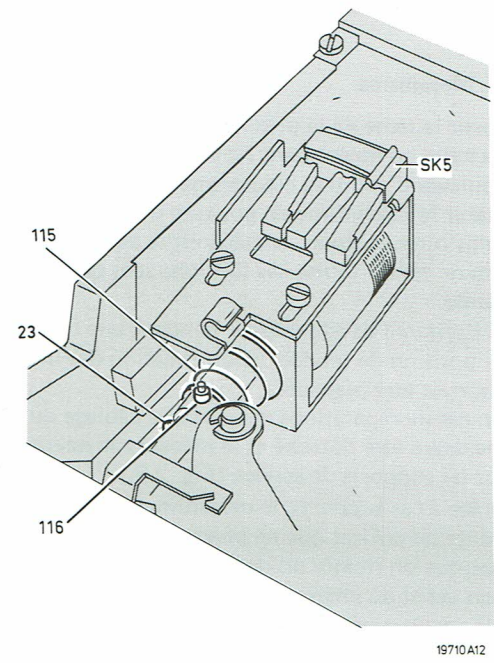

Fig. 2.8
- Tendre le ressort de pression conique 115 à la main. A l'aide d'une pincette, enlever l'axe 116 (Fig. 2.8).